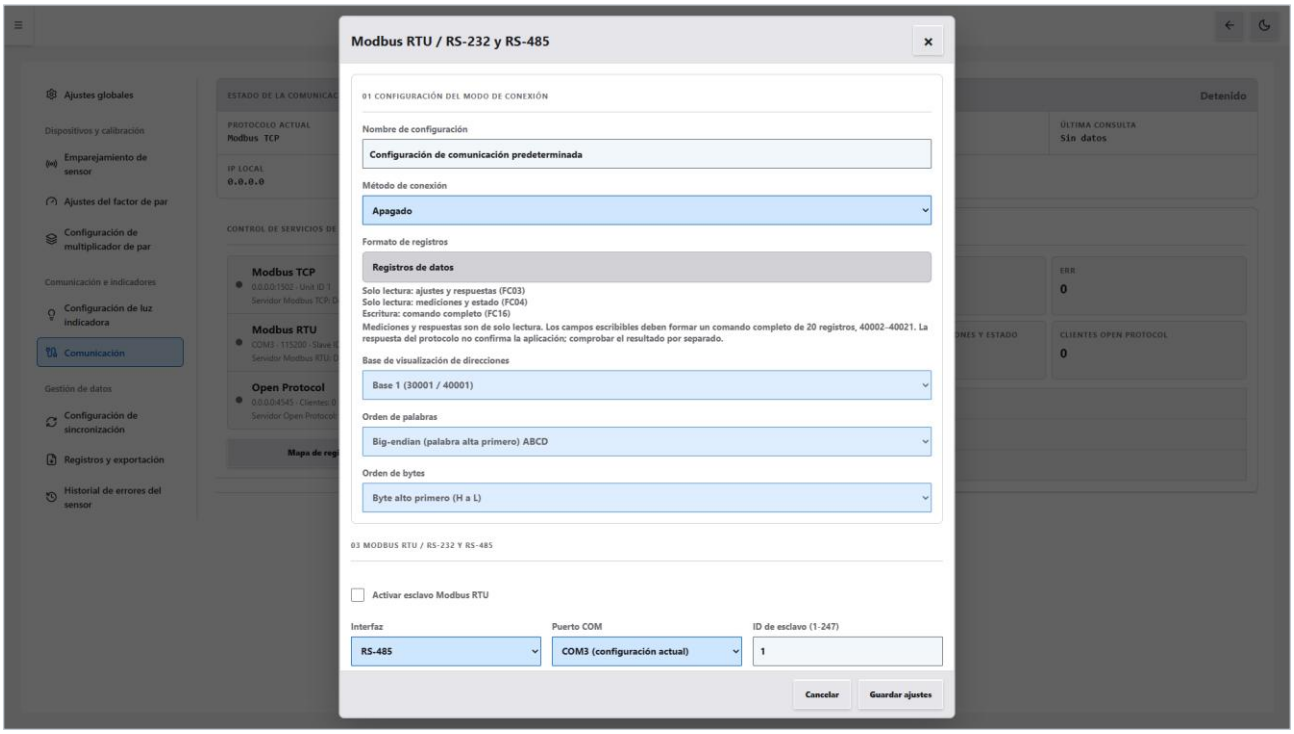

Figura 13-3 Ventana de configuración de Modbus RTU
2. En TMS, abra «Ajustes de comunicación» y haga clic en ⚙ a la derecha de la fila «Modbus RTU». Aparece la ventana «Modbus RTU / RS-232 y RS-485» (véase la Figura 13-3).